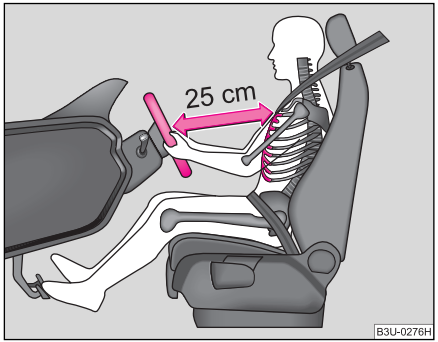

Fig. 98 Distanța corectă a conducătorului față de volan
- Reglați astfel scaunul conducătorul auto încât distanța dintre volan şi torace să fie de cel puțin 25 cm ⇒ fig. 98.
- **Între conducător şi volan trebuie să existe o distanță de cel puțin 25 cm ⇒ pagina 119, fig. 98. Dacă nu se respectă această distanță, sistemul airbag nu îşi poate exercita eficiența maximă – Pericol!**